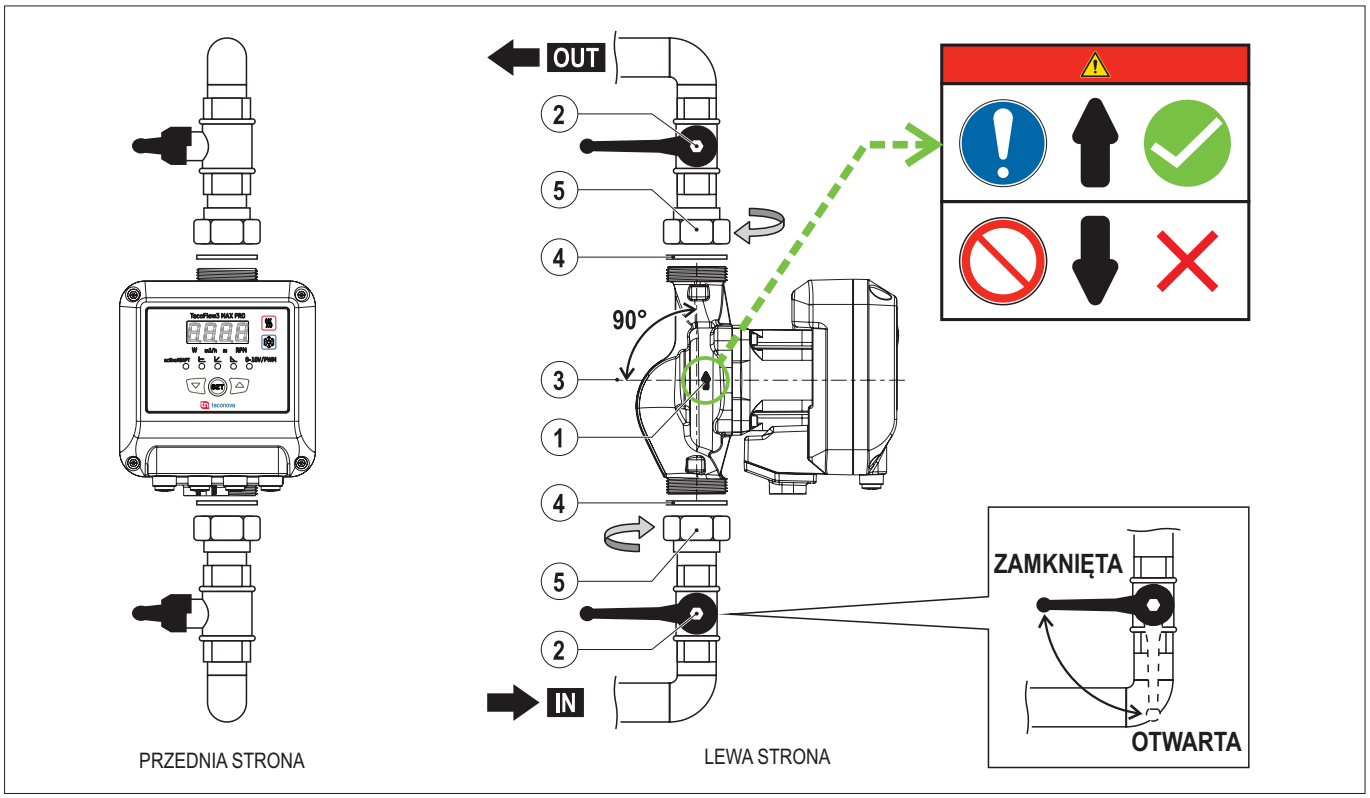

RYS. 9 *(Montaż rur)*
1) Sprawdzić kierunek strumienia wody wskazany strzałką na pompie **(RYS. 9 - Odn. 1)**
2) Zamknąć zawory odcinające **(RYS. 9 - Odn. 2)**
3) Oprzeć pompę na przewodach rurowych, nie powodując napięcia i tak, aby wał silnika był poziomy **(RYS. 9 - Odn. 3)**
4) Włożyć uszczelki **(RYS. 9 - Odn. 4)**
5) Odpowiednim narzędziem przykręcić dwuzłączki rurowe **(RYS. 9 - Odn. 5)** na pompie